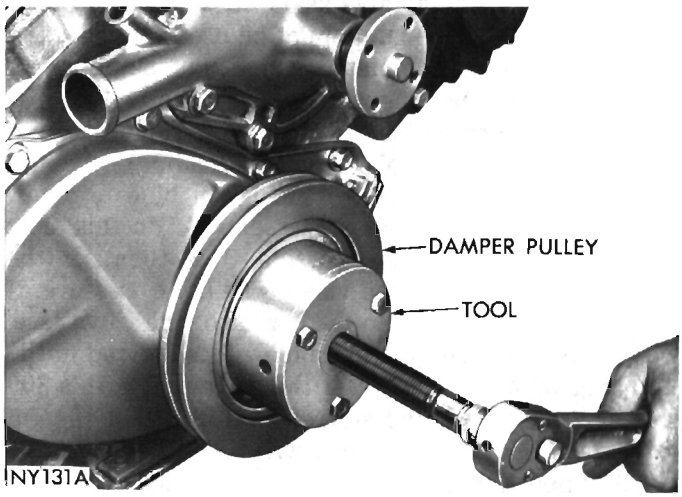

Fig. 22—Removing Vibration Damper Assembly
(1) Drain cooling system.
(2) Remove radiator and fan.
(3) Install Tool C-3732A and pull vibration damper assembly off end of crankshaft (Fig. 22).
(4) Loosen oil pans bolts to allow clearance and remove chain case cover and gasket.